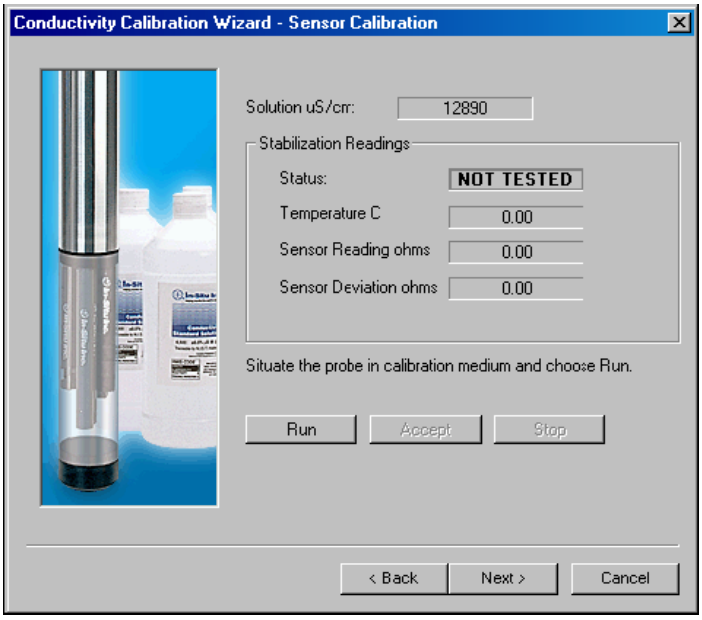
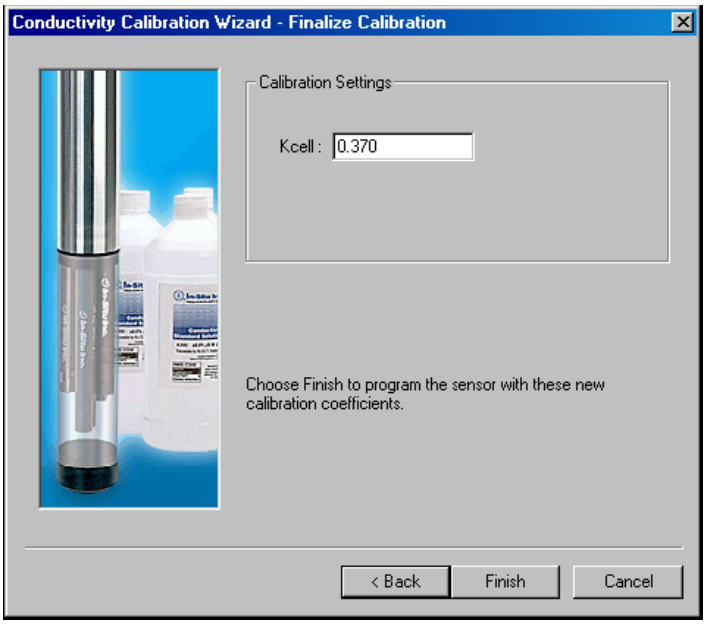

Figure 7. Calibration Step 2.14.11 & 2.14.12
Figure 8. Calibration Steps 2.14.14 & 2.14.15
2.14.11 In the next screen, select **Run** as displayed in Figure 7**,** to begin the stabilization. The display will continuously update as readings are taken and compared against the stabilization criteria.
2.14.12 **The Accept** button as displayed in Figure 7 becomes available when nominal stability is achieved. You may accept the early value, or wait for complete stability. If you accept the early value, the calibration point will be designated “USER SET” in the calibration report. **STABLE** is displayed when the readings have stabilized sufficiently to take a valid calibration point. The calibration proceeds automatically to the next screen as displayed in Figure 8.
2.14.13 The final screen, Figure 8, shows the new cell constant (Kcell) calculated for the selected range during the calibration process. Typical cell constants: Low-range sensor 0.33 – 0.39 High-range sensor 4.4 – 5.8. The displayed cell constant may be edited.
2.14.14 Select **Finish** as displayed in Figure 8**,** to program the sensor with the displayed cell constant.